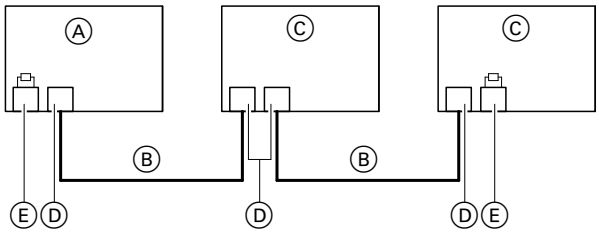

Abb. 46
- Der CAN-BUS der Geräte ist für die BUS-Topologie „Linie“ mit beidseitigem Abschlusswiderstand (Terminierung) ausgelegt: Siehe Abb. 46.